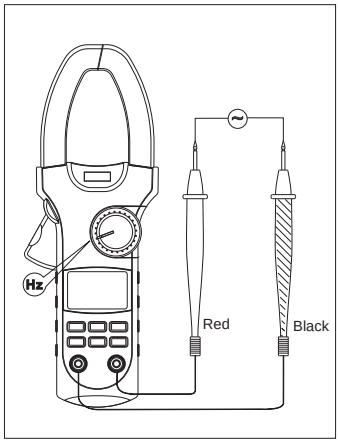

Figure 7
**E. Frequency Measurement** (see figure 7)